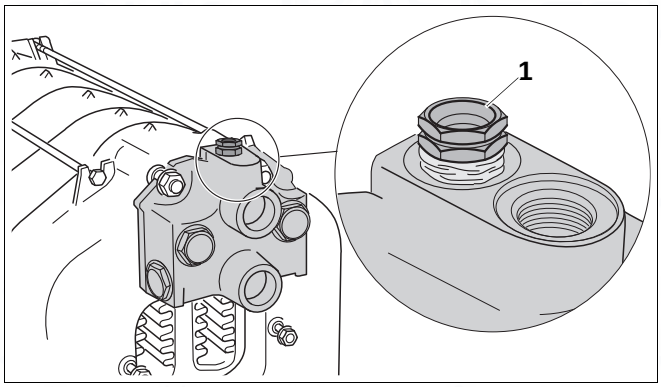

Fig. 22 Sealing the sensor well
- Close the flow and return connections (fit the air vent valve to the connecting block Rp ¾ (➔ Fig. 22).